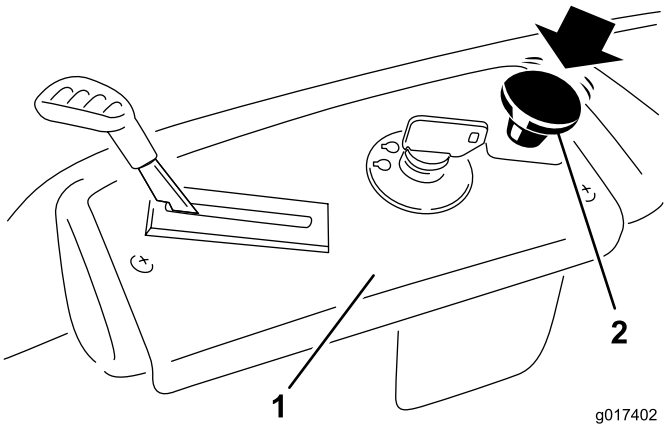

Figur 11
2. Deaktiver knivene ved å flytte knivkontrollbryteren til Av (Figur 11).